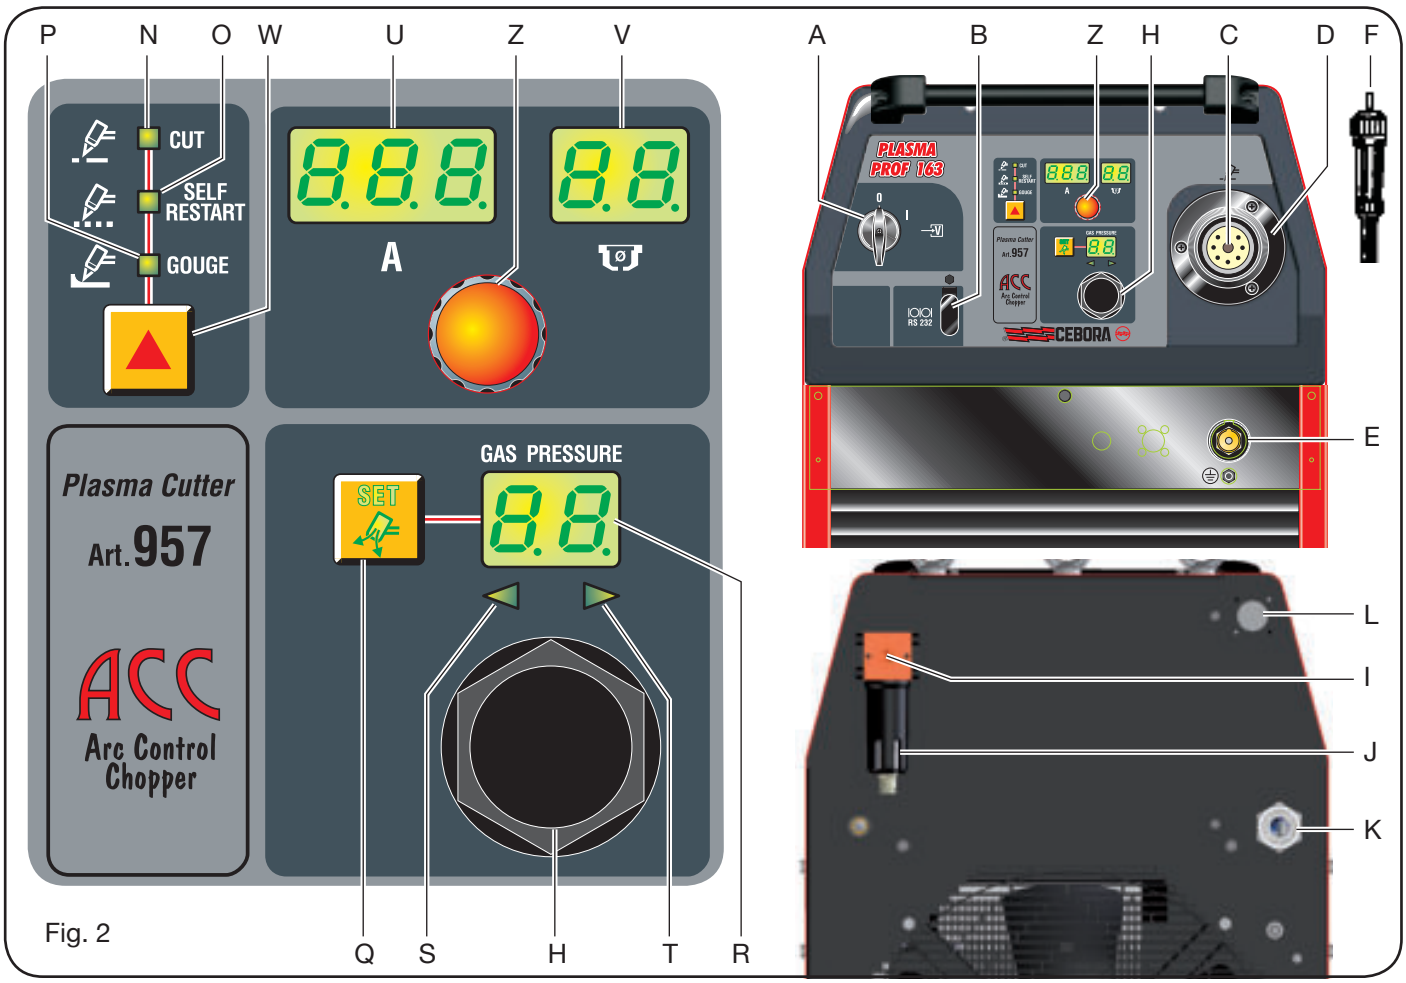

Fig. 2
2.2 DESCRIPCIÓN DEL APARATO (fig. 2)
b) En caso de conexión con enchufe, usar un enchufe de capacidad conforme con los datos de placa. En este caso el enchufe tiene que ser usado para desconectar completamente la máquina de la red, después de haber puesto en “O” el interruptor **A** (fig. 2).